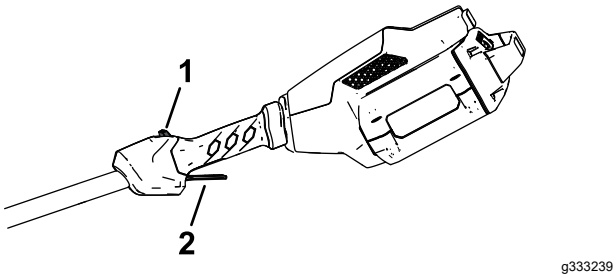

Figura 8
3. Para arrancar el cortabordes, tire hacia atrás del botón de bloqueo y apriete el gatillo de accionamiento (Figura 8).